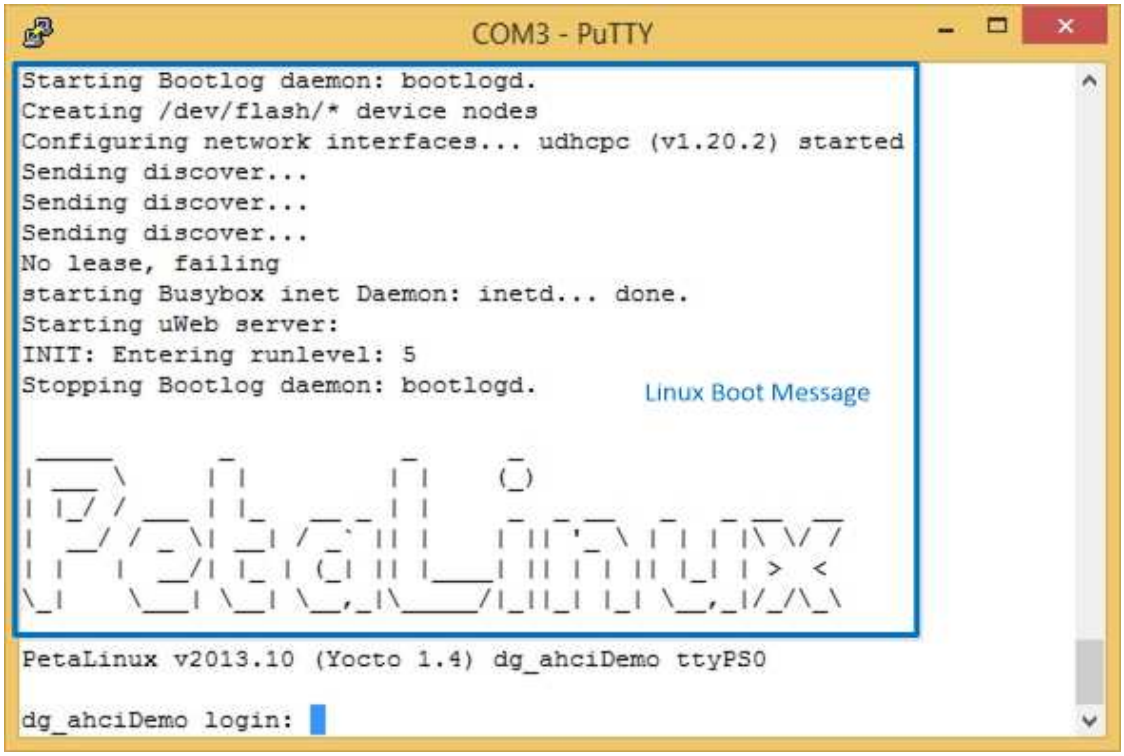

Figure 2-7 Linux Bootup
10) On PC serial console, please wait PetaLinux boot-up until login required, as shown in Figure 2-7.